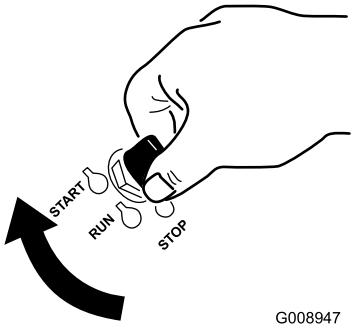

Figur 18
7. Drej tændingsnøglen til positionen Start (Figur 18). Slip nøglen, når motorerne starter.